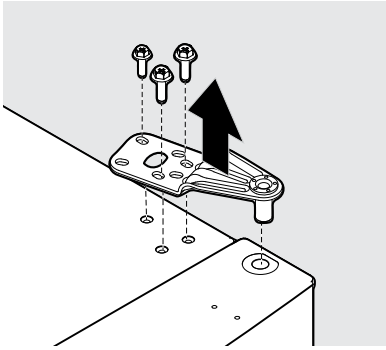

Figure 1
2. Remove the 3 screws from the top hinge using a Phillips™ screwdriver or 5/16″ wrench. Set the hinge and screws aside (see Figure 1).